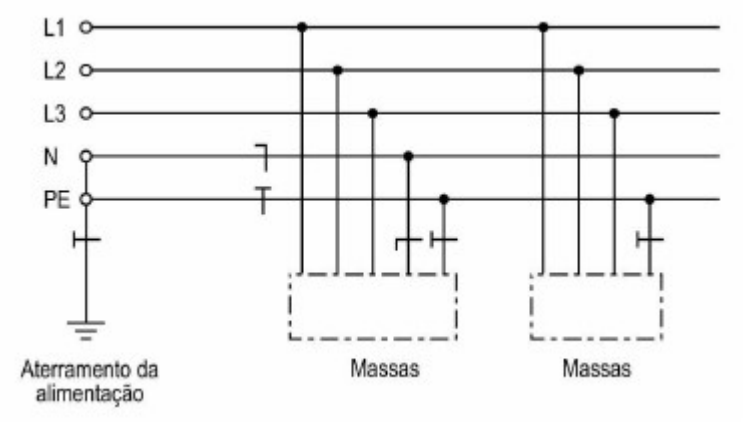

Figura 1 - Esquema TN-S
a) esquema TN-S, no qual o condutor neutro e o condutor de proteção são distintos (figura 1);